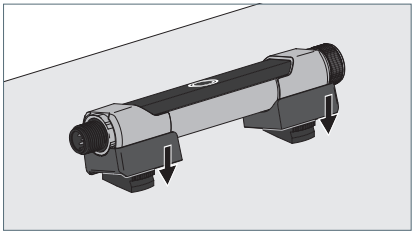

Fig. 5: Monter l'appareil sur les éléments de fixation.
- Posez les supports montés sur l'appareil sur les éléments de fixation et poussez l'appareil vers le bas jusqu'à ce que les supports s'enclenchent dans les éléments de fixation, voir Fig. 5.